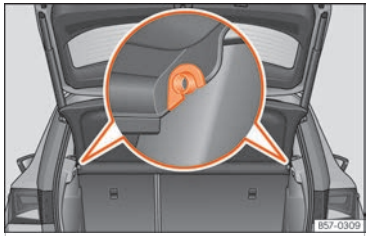

Fig. 168 In the luggage compartment: removing and installing the shelf.
- Remove the rear shelf from the side supports ››› Fig. 168 by pulling it upwards and then take it out.
- Insert the cover horizontally so that the "recess" fits onto the axis of the supports ››› Fig. 168 and press down until it engages.